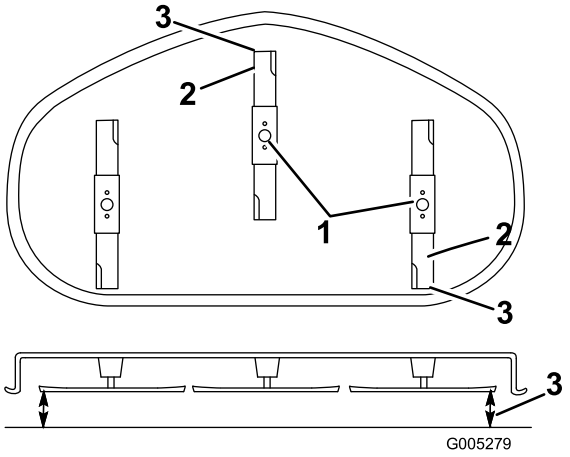

Figur 45
5. Sett klippehøydespaken til posisjon **D** (76 mm), og roter knivene forsiktig slik at de står på langs (Figur 45).
6. Mål fra tuppen på den fremre kniven til den flate overflaten, og tuppen på den bakre kniven til den flate overflaten (Figur 45). Hvis den fremre knivtuppen ikke er 1,6–7,9 mm lavere enn den bakre knivtuppen, må du justere den fremre låsemutteren.
fremre knivtuppen er 1,6–7,9 mm lavere enn bakre knivtupp (Figur 45).